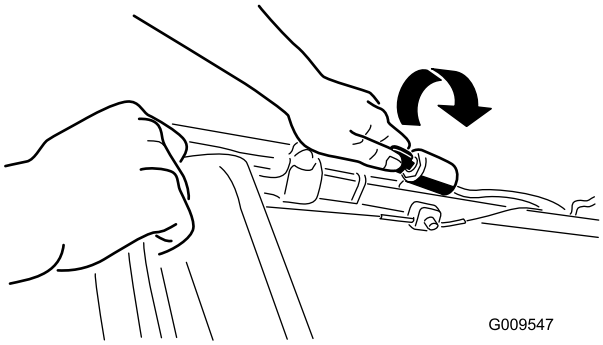
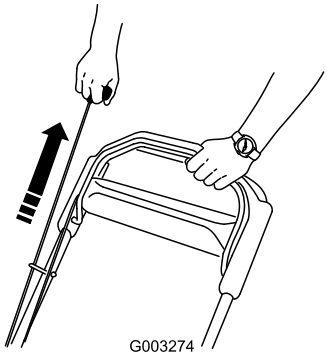

Figuur 14
Figuur 15
2. Draai het contactsleuteltje (Figuur 14) of trek aan de handgreep van het startkoord (Figuur 15).
Opmerking: Trek de starthandgreep langzaam uit totdat u weerstand voelt, daarna krachtig uittrekken (Figuur 15). Laat het koord langzaam terugkeren.